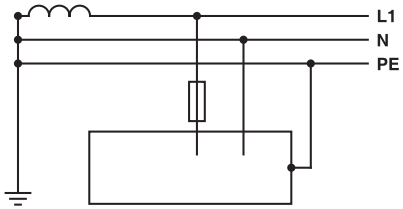

Рис.1
- Подключите аппарат в соответствующую электрическую сеть. См. рис. 1